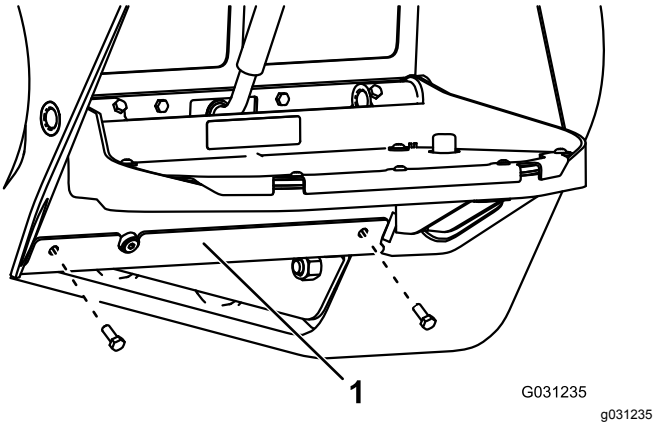

**Rysunek 69**
4. Wykręć 2 śruby mocujące osłonę dolną i zdejmij ją (Rysunek 69).
8. Zamontuj osłonę dolną (Rysunek 69).